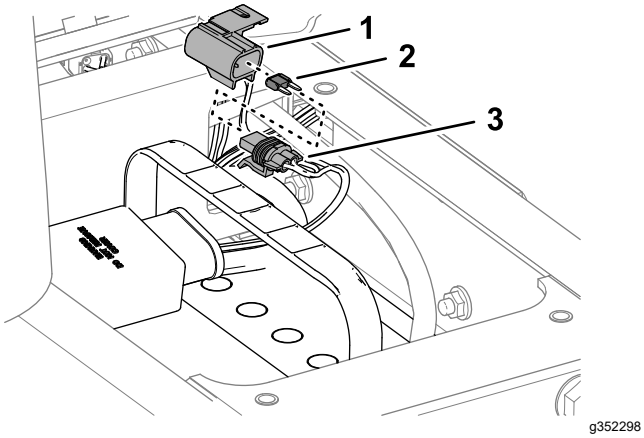

Figuur 69
2. Verwijder de dop van de lijnzekeringhouder (Figuur 69).